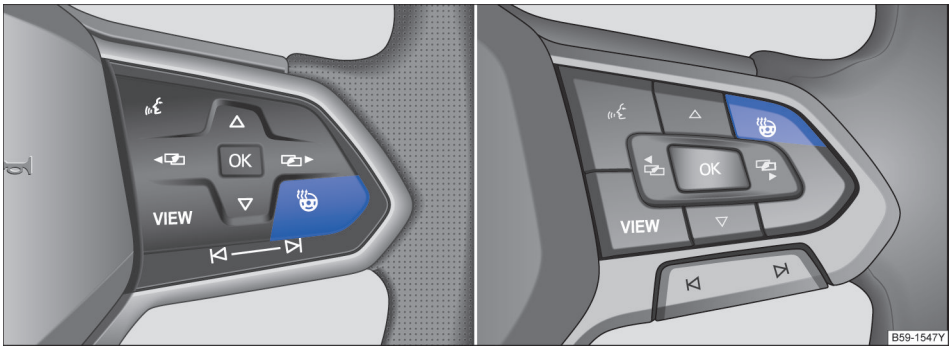

图 116 多功能方向盘上的：加热按钮
– 按压按键 → 图 116，即可打开或关闭方向盘加热功能。